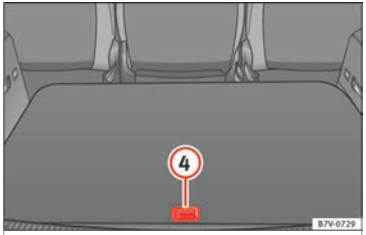

Fig. 187 Other compartments in the boot floor.
Open the rear compartment ››› Fig. 187 (4):	▷ Lift the rear of the boot floor using the handle.